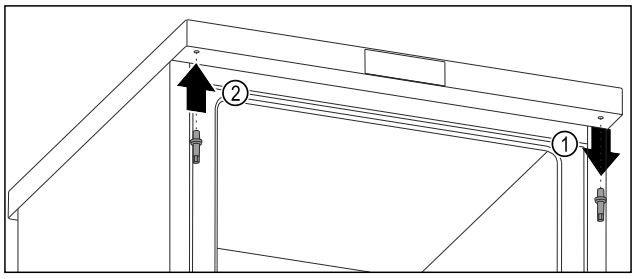

Fig. 14
▶ Izskrūvējiet augšējo tapu ar ārēju sešstūra uzgriežņatslēgu. *Fig. 14 (1)*
▶ Pieskrūvējiet tapu pretējā pusē ar ārēju sešstūra uzgriežņatslēgu. *Fig. 14 (2)*